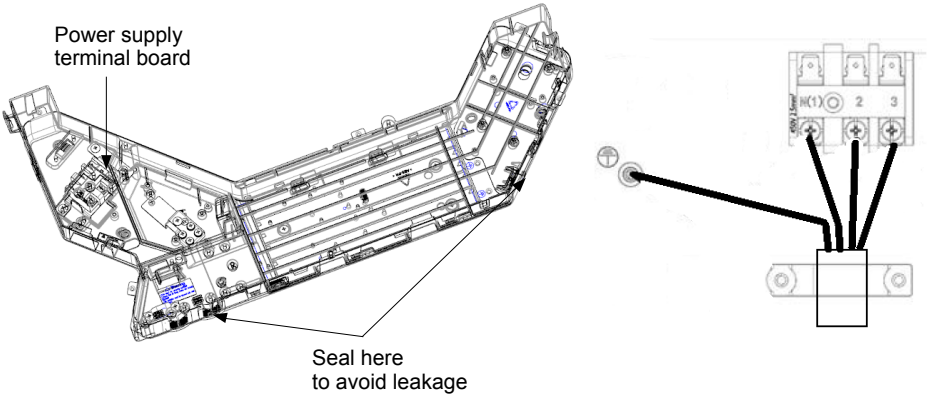

Fig.39
①. Tighten the power cord respectively on the terminal boards with screws. Faulty connection may cause a fire.
②. If the power supply are wired incorrectly, the air conditioner may be damaged.
③. Connect the indoor unit connection cord properly based on the corresponding marks as shown in Fig.39.
④. Ground both the indoor and outdoor units by attaching a ground wire.
⑤. Unit shall be grounded in compliance with the applicable local and national codes.